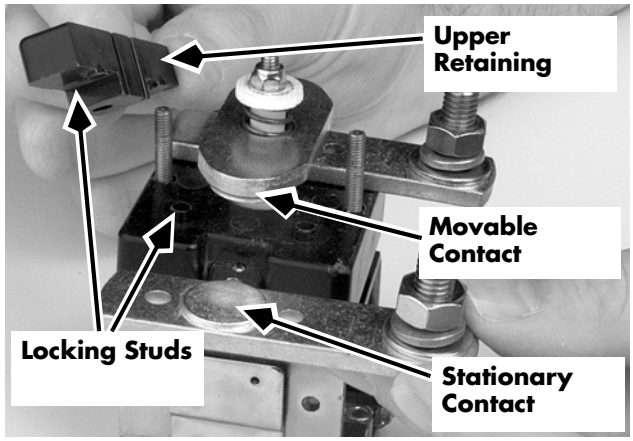

Figure 7-132: Contactor (stationary tips)
5. Remove the two stationary tips. See Figure 7-132 on page 7-150.
6. Install the two new stationary contactor tips, with tip faces **up** (facing the movable contactor tips). Make sure the cable posts face **up**, and are on the same side as the contactor coil spade terminals. Make sure studs on lower retaining block lock into holes in contact tip bar. See Figure 7-132.